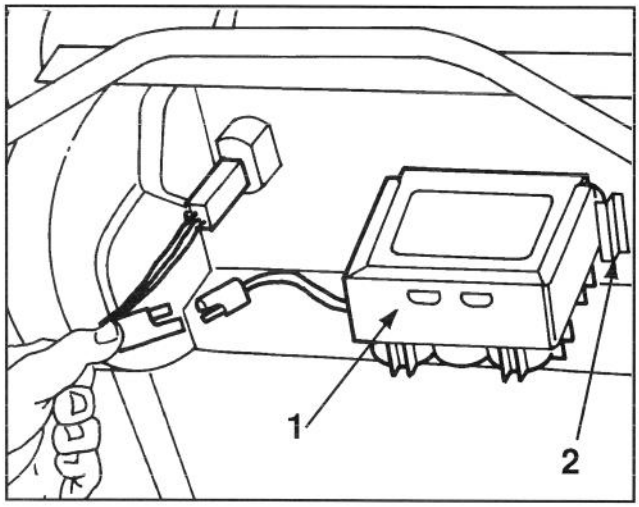

Abb. 4
1. Siehe unter Batterieaufladung, Seite 15. Batterie, mit Aufkleberseite nach oben, zwischen die Nuten auf der Rückseite des Schaltbrettes schieben und Drähte verbinden (Abb. 4). Schlüssel in Schalter stecken, wenn zum Anlassen des Motors betriebsbereit.